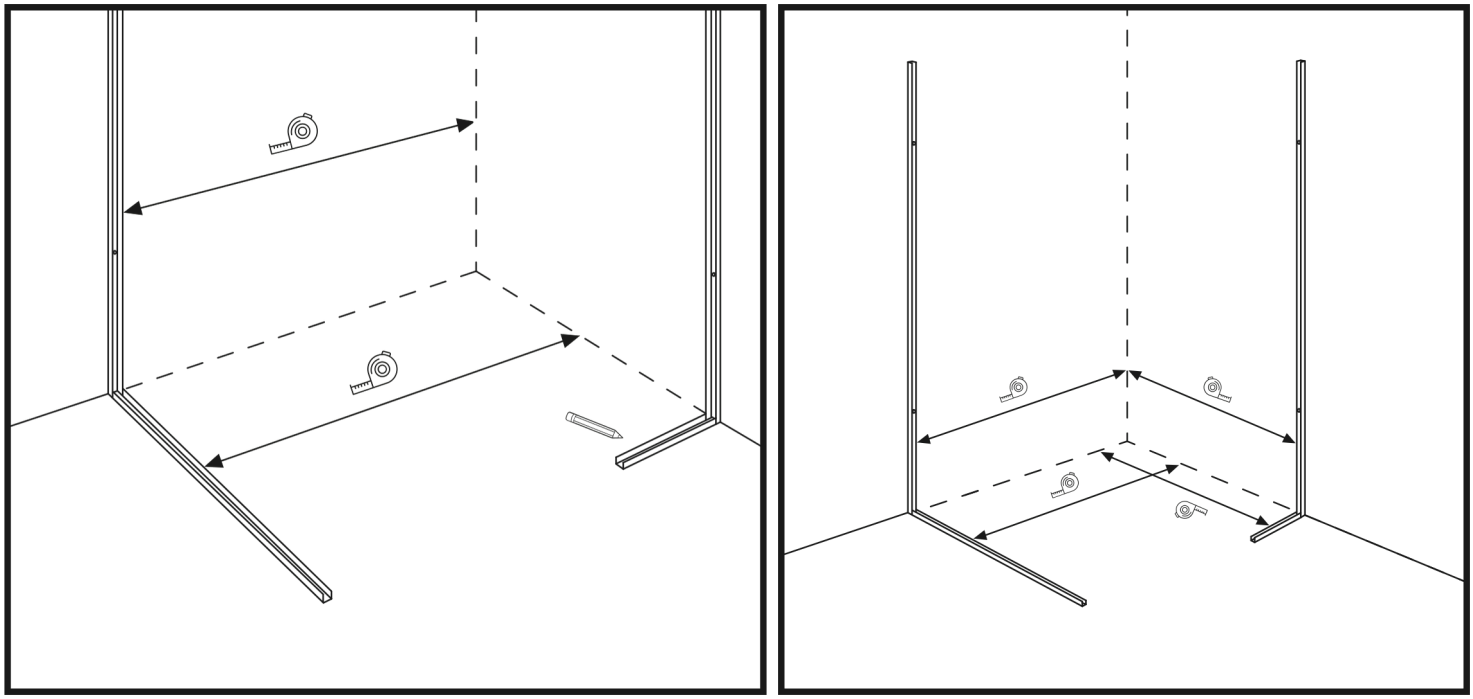

Abbildung 1
1. Montieren Sie zunächst die feststehenden Glasscheiben mit der U-Leiste, also den schmaleren Teil der Duschtür und den breiteren Teil der Duschkabine, zusammen mit den Teleskopstangen. (Abbildung 1)